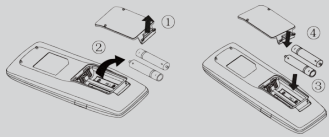

Fig.1 Fig.2
1. Lift the cover along the direction of arrow (as shown in Fig 1①).
2. Take out the original batteries (as shown in Fig 1 ②).